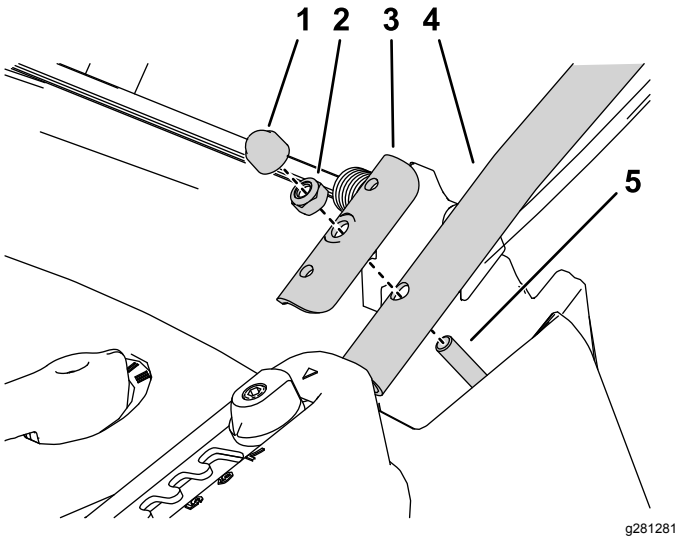

Figur 3
2. Monter en nederste styrebøjle på hver side øverst på plæneklipperskjoldet med en klemmeplade og sekskantlåsemøtrikken, der blev fjernet fra skjoldet i forrige trin (Figur 3).